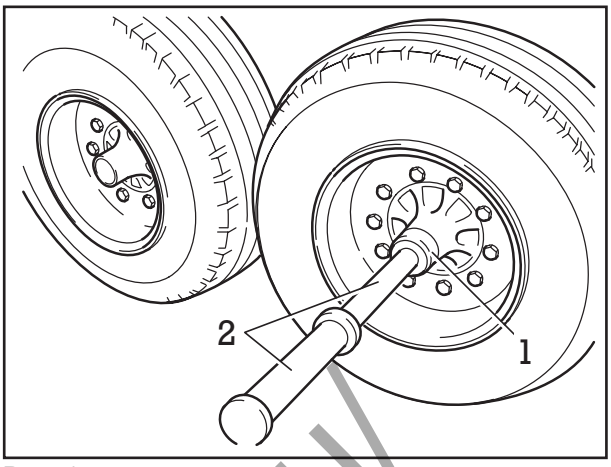

Рис. 1
(2) Установить ввертные головки (рис. 1/1) (идент. № BPW см. раздел 2) на колесных ступицах базовой оси, ввернуть обе измерительные трубы (рис. 1/2) и поднять базовую ось так, чтобы оба колеса свободно вращались.